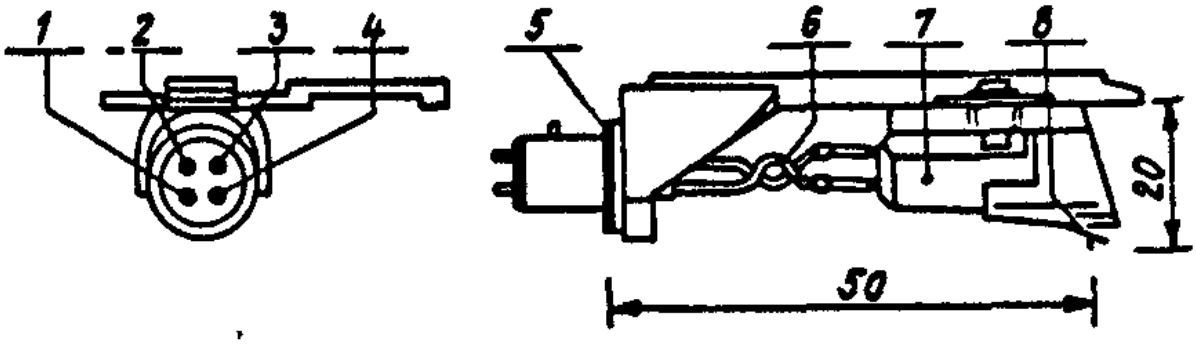

Рис. 15
1.4.7.2. Внешний вид головки звукоснимателя с держателем показан на рис. 15.